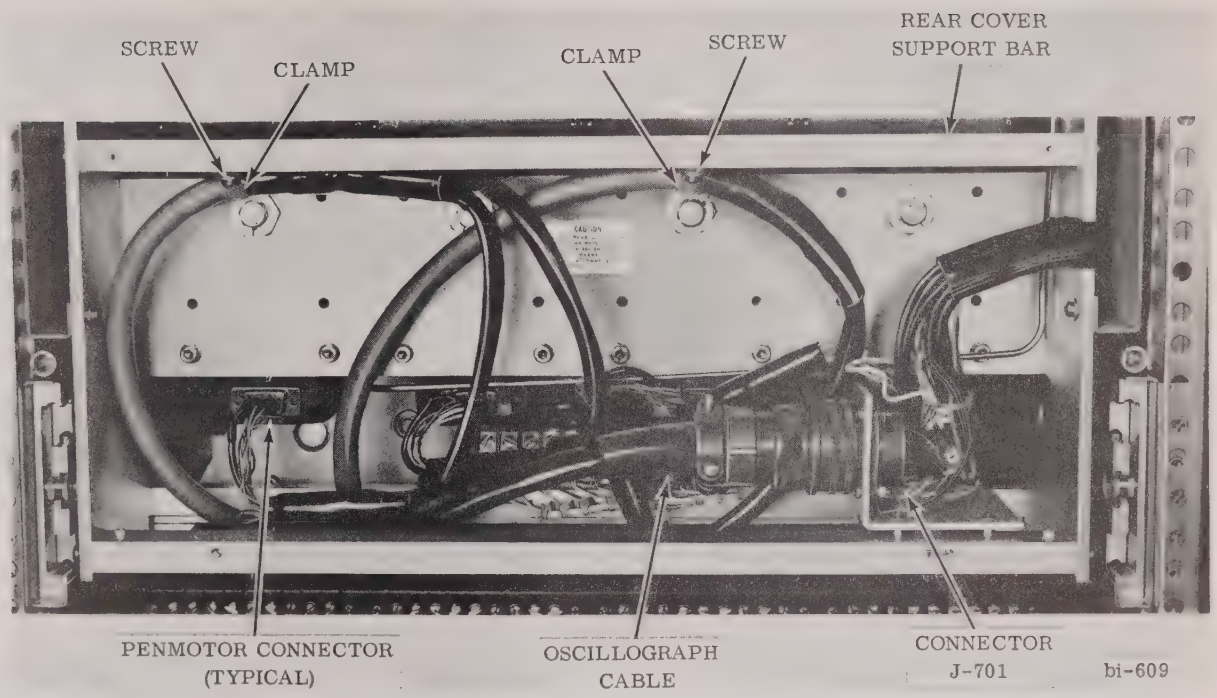

FIGURE 2-7 INSTALLATION OF HORIZONTAL OSCILLOGRAPH MODEL 2607-60
4. Plug penmotor cable connectors into penmotors (Fig. 2-7).
5. Connect oscillograph cable connector to J-701 on rear of oscillograph (Fig. 2-7).
6. Secure penmotor cables to underside of rear cover support bar with two screws and clamps (Fig. 2-7).